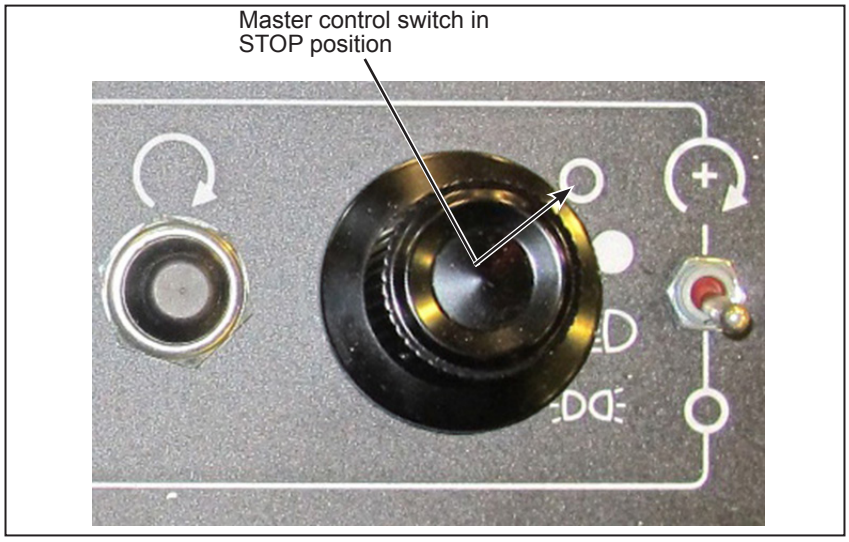

Figure 1 - Master Control Switch in STOP Position
1.2. Set the Master control switch in the STOP position (see Figure 1).